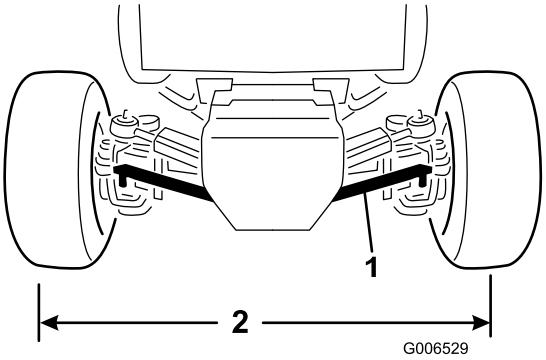

Figur 68
1. Ta bort den saxpinne och kronmutter som håller fast en dragstångs kulled på monteringsfästet på axeln och koppla loss kulleden från axeln (Figur 68).
3. Vrid kulleden inåt eller utåt tills avståndet från mitt till mitt framtill och baktill på bakhjulen är detsamma (Figur 68).